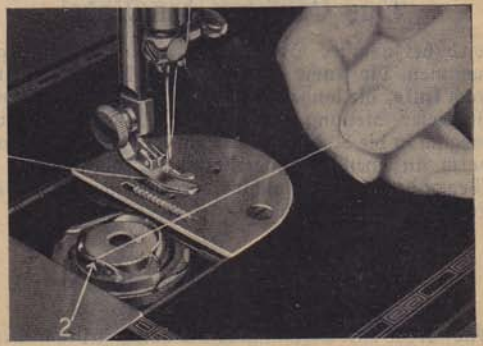

Abb. 8. Eingefädelte Spulenhülse.
Indem man den Faden auf sich zu zieht, führt man ihn zwischen Spulenhülse und Spannungsfeder, bis er in den in Abb. 8 ersichtlichen Einschnitt (2) in der Spulenhülse einspringt.